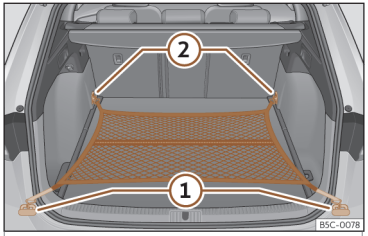

Fig. 126 Nel bagagliaio: rete fermacarico agganciata a livello del piano.
- Fissare i ganci della rete agli occhielli di ancoraggio ① r ②››› **fig. 126** ››› ⚠. La cerniera della tasca dev'essere rivolta verso l'alto.